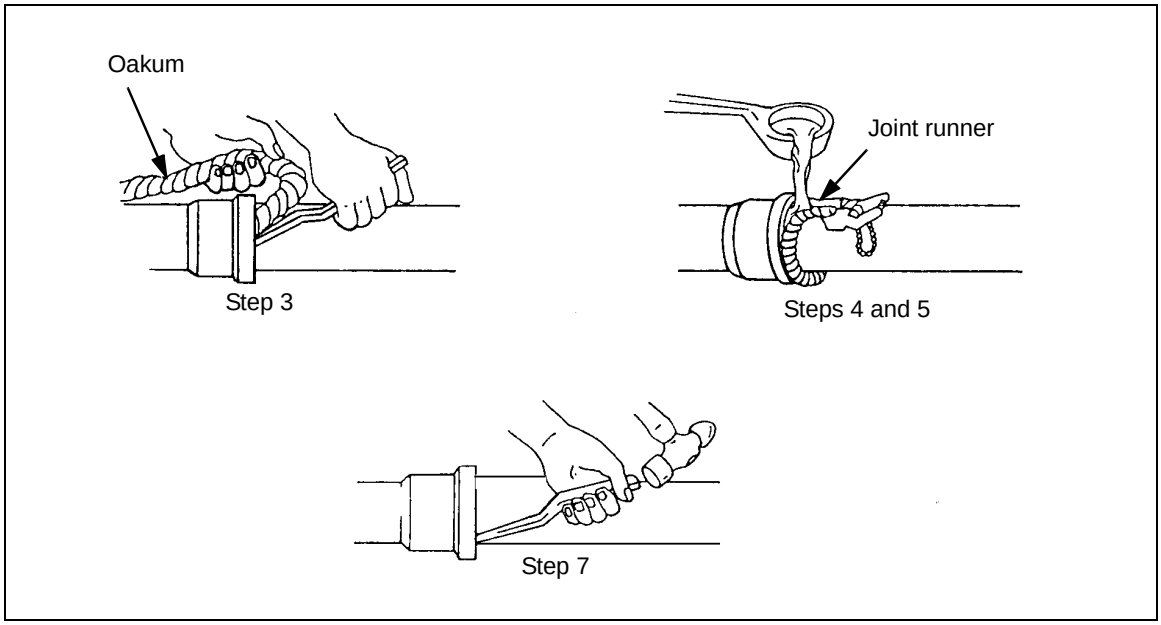

Figure 6-16. Horizontal Lead Joint
6-41. **Horizontal Lead Joint.** Use *Figure 6-16, page 6-16,* and the following steps to make a joint.
Step 3. Pack strands of oakum into the hub completely around the pipe or fitting with a packing iron to within 1 inch of the hub's end *(Figure 6-16).*
Step 4. Clamp the joint runner around the pipe or fitting *(Figure 6-16)*.
Step 7. Caulk the lead *(Figure 6-16)*.